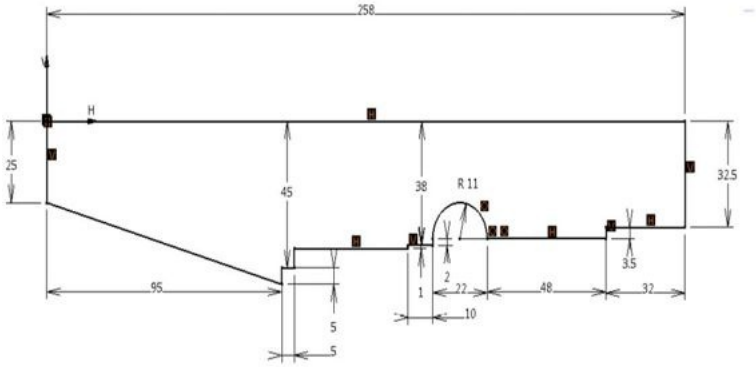

Figure 9-68 *The sketch for creating the Shaft feature*
a. Create the base feature of the model, refer to Figures 9-68 and 9-69.
1. Draw the sketch of the base feature on the zx plane, as shown in Figure 9-68. In this figure, the constraints have been hidden for better visualization.